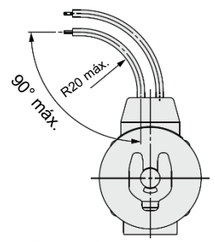

Figura 4. Curvatura del cable
- No doble los cables más de 90º con un radio de menos de 20 mm; en caso contrario, pueden producirse daños. Véase la Figura 4.